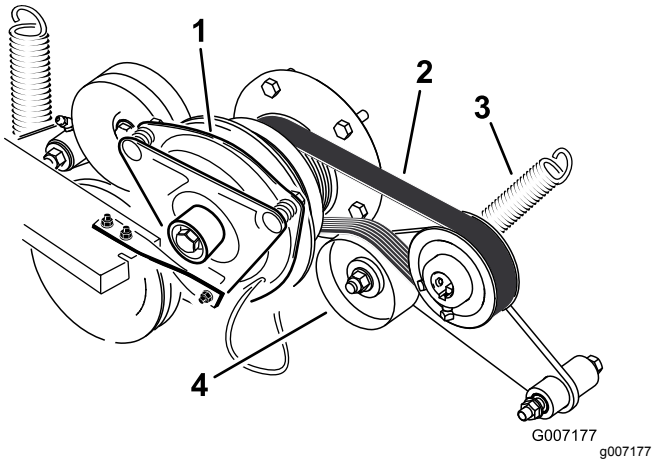

Figur 90
3. Fjern fjæren fra lederullarmen (Figur 90).
4. Monter den nye remmen rundt motoren og hydraulikkpumpeskiven (Figur 90).
6. Monter fjæren på lederullarmen (Figur 90).